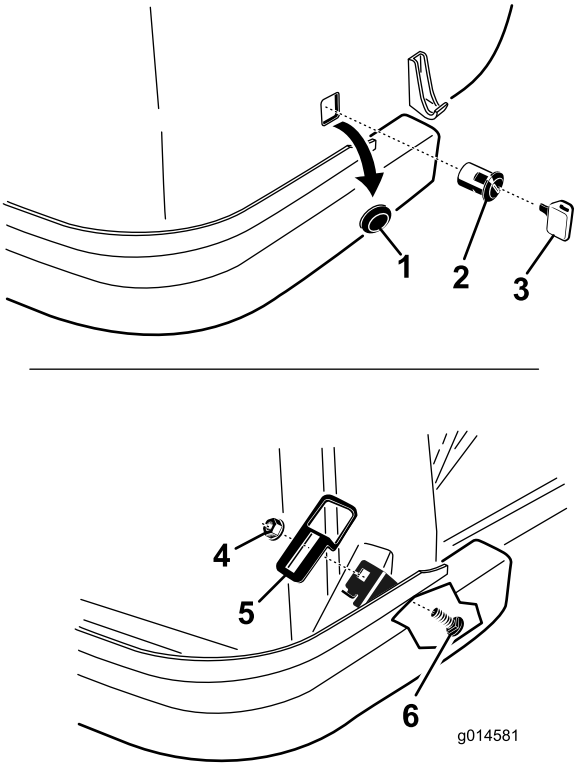

Bild 2
2. Entfernen Sie die Schraube aus dem rechteckigen Loch an der rechten Seite der Motorhaube. Werfen Sie die Schraube weg (Bild 2).
6. Ermitteln Sie das rechteckige Loch in der Lasche an der rechten Seite des Rahmenteils. Befestigen Sie die Riegelplatte mit einer Schlossschraube und Bundmutter an der Lasche. Positionieren Sie das die Riegelplatte so, wie in Bild 2 dargestellt.